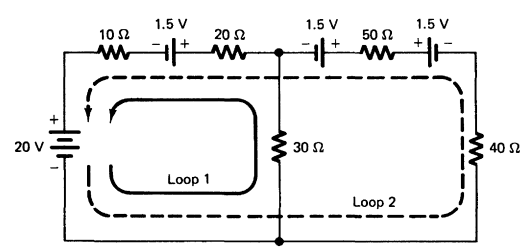

FIGURE 3-7D Two-loop circuit.
4. Set up the equations for each current loop of the circuit in Fig. 3-7D.